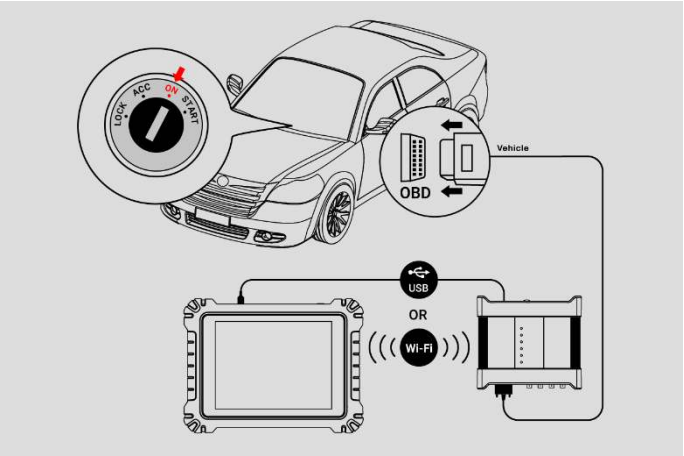

Figure 9-118 *Connection Diagram*
1. Please refer to *Figure 9-118 Connection Diagram* to complete the connection. Place the ignition in the key on position.